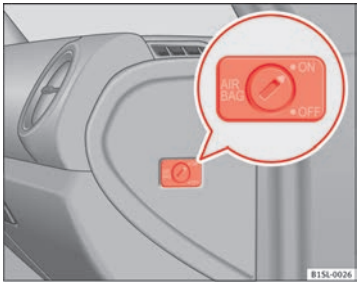

Fig. 49 On front passenger side: key switch for disabling and enabling the front passenger airbag.
- Using the vehicle key, turn the key switch to **OFF** ⇒ fig. 49.
- Using the vehicle key, turn the key switch to **ON** ⇒ fig. 49.